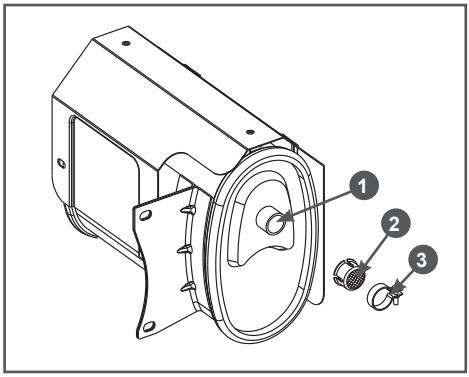

Рис. 27 Обслуживание сетки искрогасителя
1. Ослабьте затяжку хомута 3 крепления сетки и снимите хомут (Рис. 27).
2. Снимите с выпускной трубы 1 глушителя сетку 2 (Рис. 27).